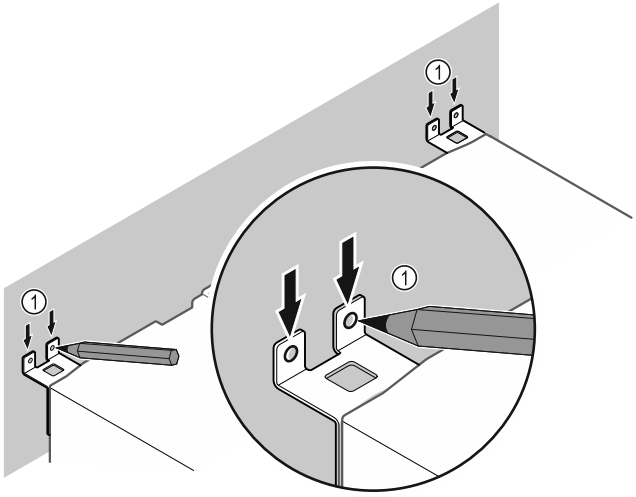

Fig. 50
▶ Puneți marcaje pe perete *Fig. 50 (1)*.